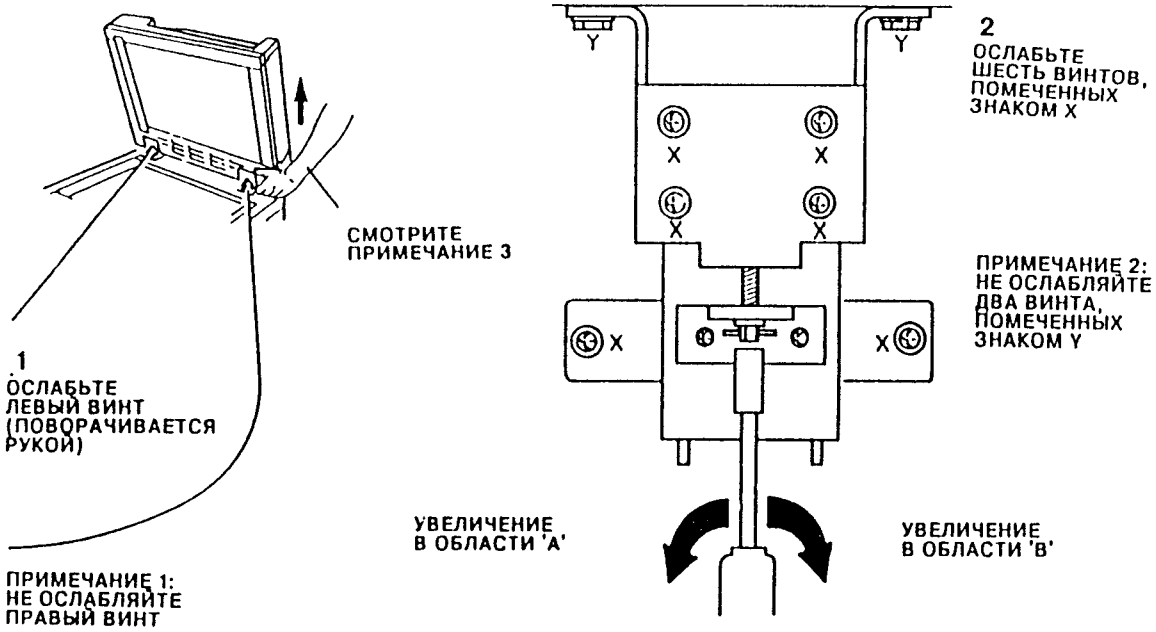

Рис. 3. Регулировка перекоса
2. Отрегулируйте противовесы (смотрите Рис. 3).